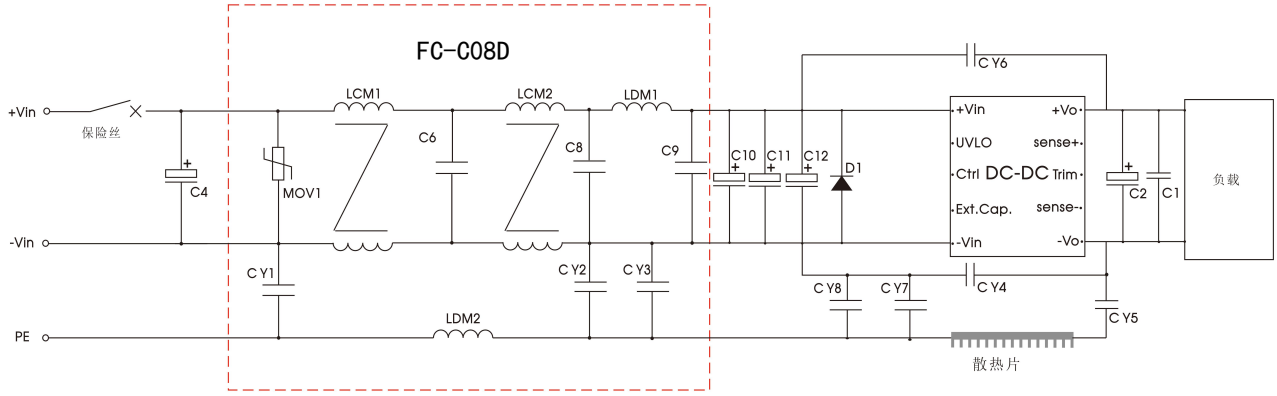

图 6
2. EMC 滤波部分由模块电路组成，推荐电路和参数请参考图 6，也可以使用自搭电路；